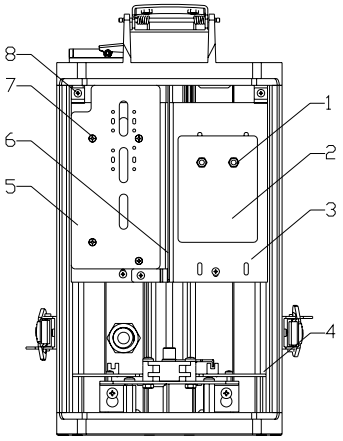

图 3-2
3.3.2 使用十字螺丝刀（M3）将固定摄像机托板和挡板的 6 个螺钉（如图 3-2 所示）松开，取出摄像机托板组件和挡板；